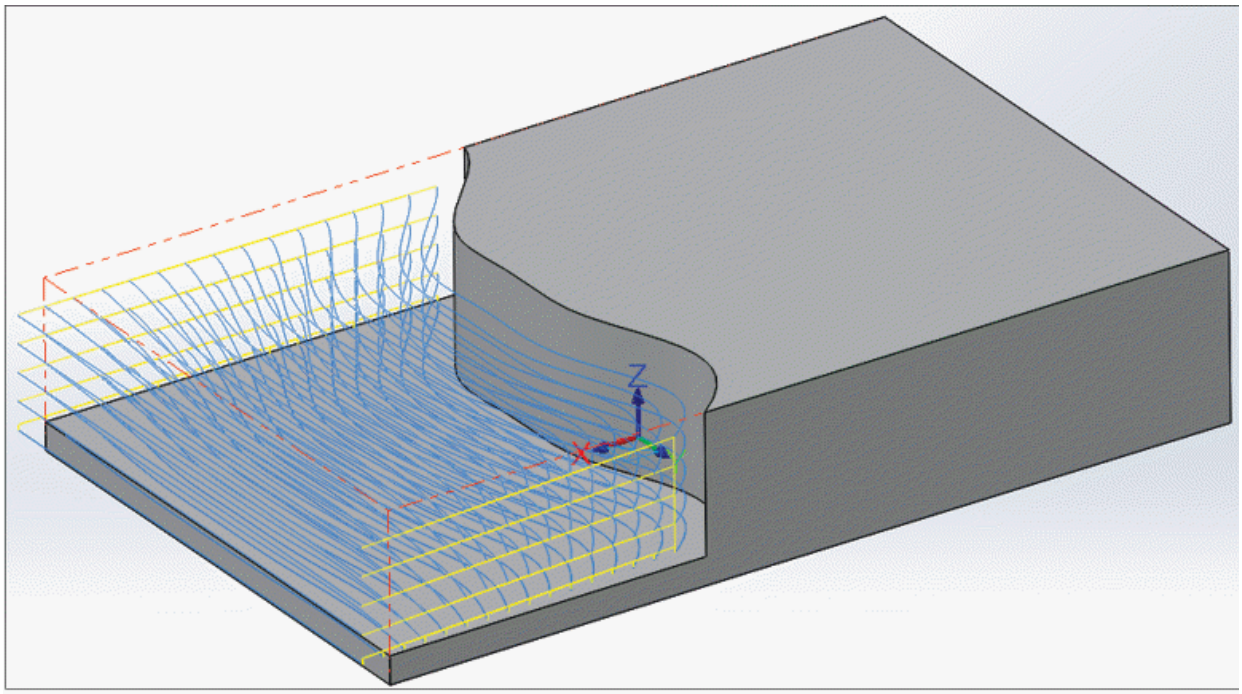

Figure-53. Toolpath for blend
- After specifying the parameters, click on the **OK** button from the dialog box. The toolpaths will be generated; refer to Figure-53.